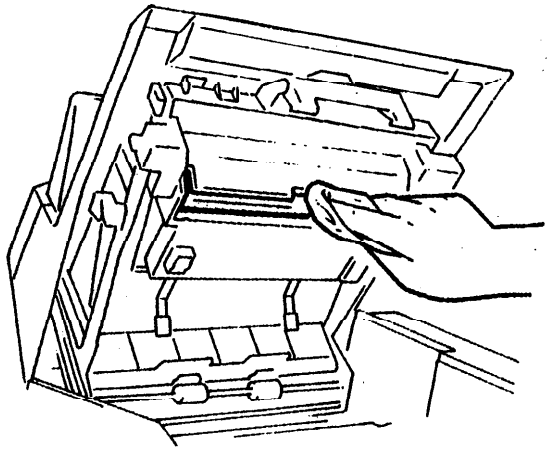

Рис. 15. Окошко лазера
8. Осмотрите или с помощью безворсовой ткани очистите окошко лазера (Рис. 15).